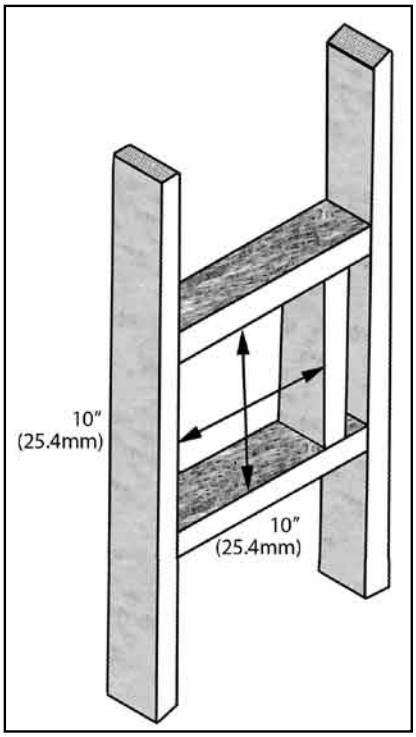

Figure 7: Wall Framing for 10" (25.4 cm) x 10" (25.4 cm) Hole for Horizontal Installation.
(2) Horizontal runs of vent pipe must be supported every three feet. Wall straps are available for this purpose, also when running horizontal pipe minimum clearances to combustibles must be maintained; **2" (5.1 cm) at top, 1½" (3.8 cm) at sides, 1½" (3.8 cm) at bottom.**
STEP 3. With the pipe attached to the stove into the correct location, mark the wall for a 10" (25.4 cm) x 10 (25.4 cm) square hole. The center of the square hole should match the centerline of the horizontal pipe. Cut and frame the 10" (25.4 cm) x 10 (25.4 cm) hole in the exterior wall where the vent will be terminated. Refer to Figure 7. If the wall being penetrated is constructed of non-combustible material i.e. masonry or concrete, a 7" (17.8cm) hole is acceptable.
the wall. Cut the hole out on both the interior and exterior wall surfaces. Frame hole as shown in Figure 7. Install the wall thimble and secure this thimble on both the inner and outer wall surfaces.